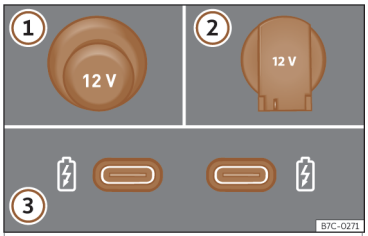

Fig. 122 Tomas de corriente de 12 voltios del vehículo.
Tomas de corriente de 12 voltios ››› **fig. 122**:
- Extraiga el tapón situado en la consola central de la toma de corriente ››› **fig. 122** ①.
- Eleve la tapa de la toma de corriente ››› **fig. 122** ②.